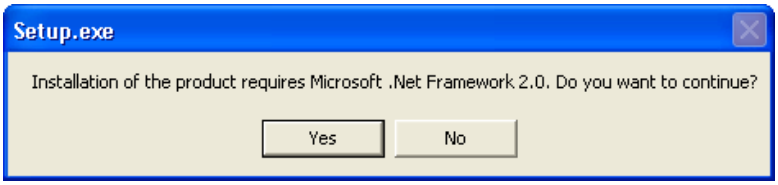

Figure 5.1-27 Notification window
*Note. The notification box is displayed if Microsoft.Net Framework 2.0 has not been installed (*Figure 5.1-27*).*